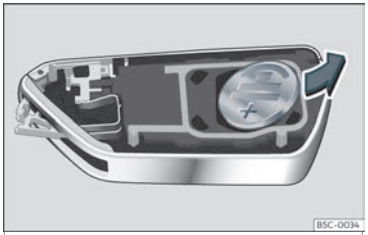

Abb. 69 Fahrzeugschlüssel: Batterie herausnehmen.
• Batterie mit einem geeigneten dünnen Gegenstand aus dem Batteriefach heraushebeln››› **Abb. 69** .